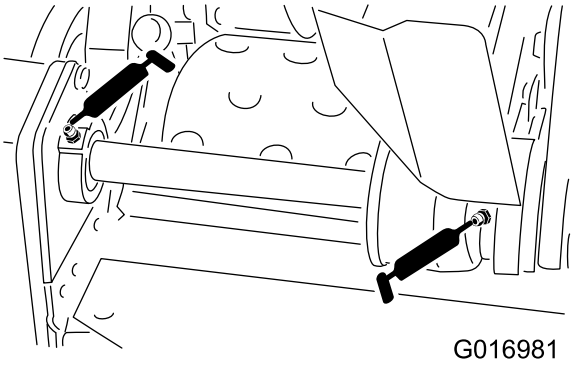

**Figur 23**
- Två på cylinderns överföringslager (Figur 23)